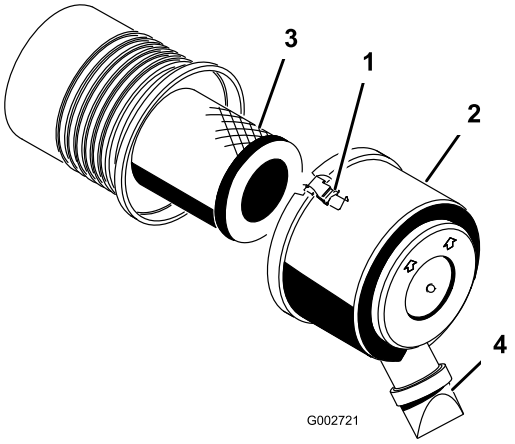

Figur 27
1. Frigör spärrhakarna som fäster luftrenarkåpan till luftrenaren (Figur 27).